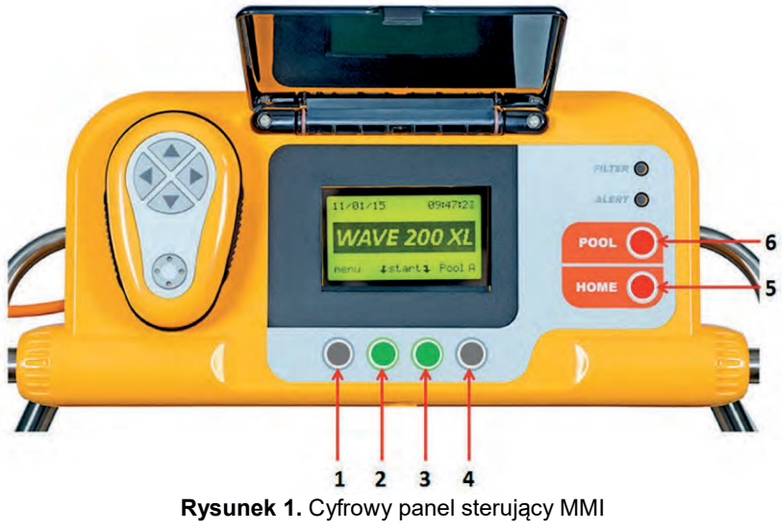

Rysunek 1. Cyfrowy panel sterujący MMI
- W tej instrukcji obsługi, naciśnięcie przycisku Start oznacza **jednoczesne** naciśnięcie obu zielonych przycisków na panelu sterującym MMI (przyciski oznaczone numerami 2 i 3 - Rysunek 1).
- Panel MMI jest wyposażony w wygaszacz ekranu, który uruchamia się automatycznie po 5 minutach bezczynności. Naciśnij kolejno przyciski **POOL** i **HOME** (przyciski oznaczone numerami 5 i 6 - Rysunek 1), aby odblokować ekran.